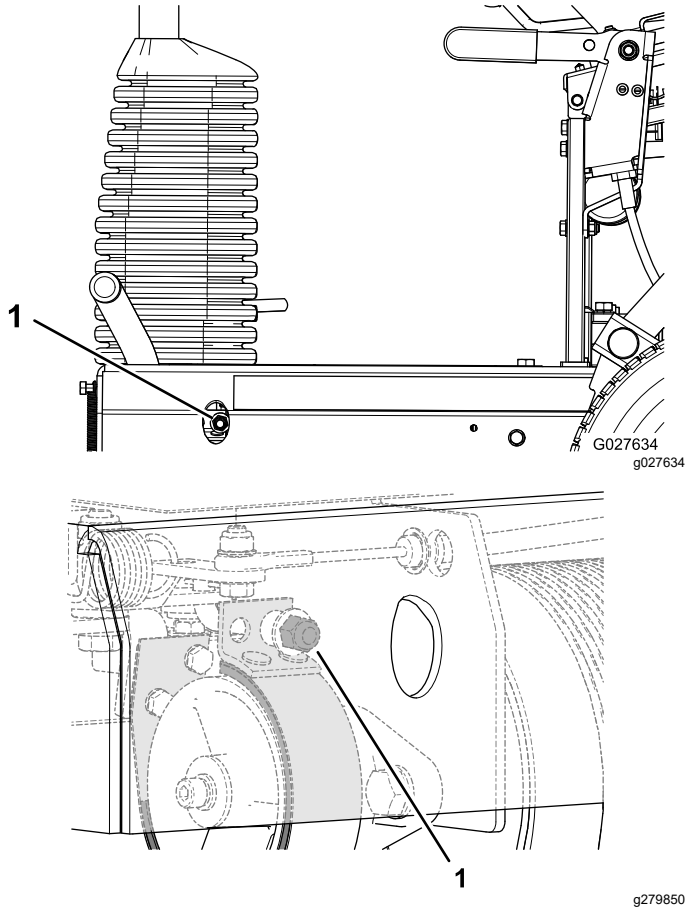

Figur 34
- Drej bremsens låsemøtrik med uret for at øge bremsekraften (Figur 34).
- Drej bremsens låsemøtrik mod uret for at mindske bremsekraften (Figur 34).